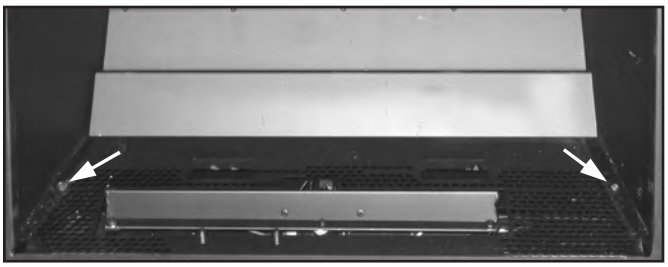
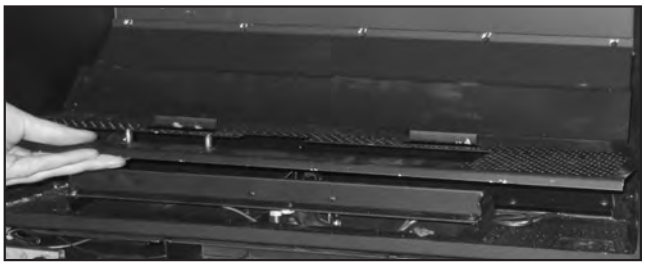

Figure 15: Screws Holding Burner Tray in Place.
Figure 16: Removing Burner Tray.
3. Using a T-20 screwdriver remove the two (2) screws that hold the burner tray in place (pointed out in Figure 15). Pick up the burner tray at the front (see Figure 16) then pull it out of the firebox.